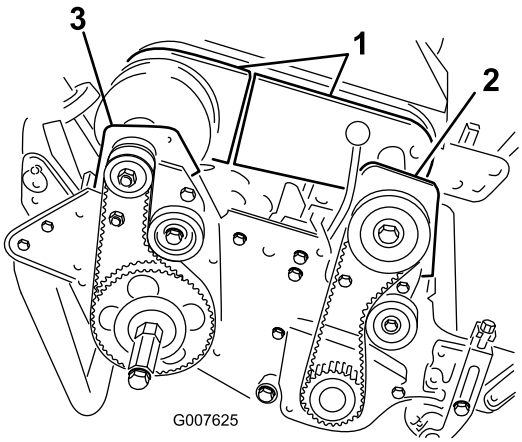

Figur 45
4. Fjern boltene som fester den fremre og bakre delen av differensialdekselet til differensialhuset, og skyv dekseldelene bort for å få tilgang til remmen (Figur 45).
6. Fjern de to boltene som fester det fremre clutchhuset til sideplaten (Figur 45).
8. Fjern de to boltene og låsemutterene som fester det høyre bakre lagerhuset til sideplaten (Figur 45).